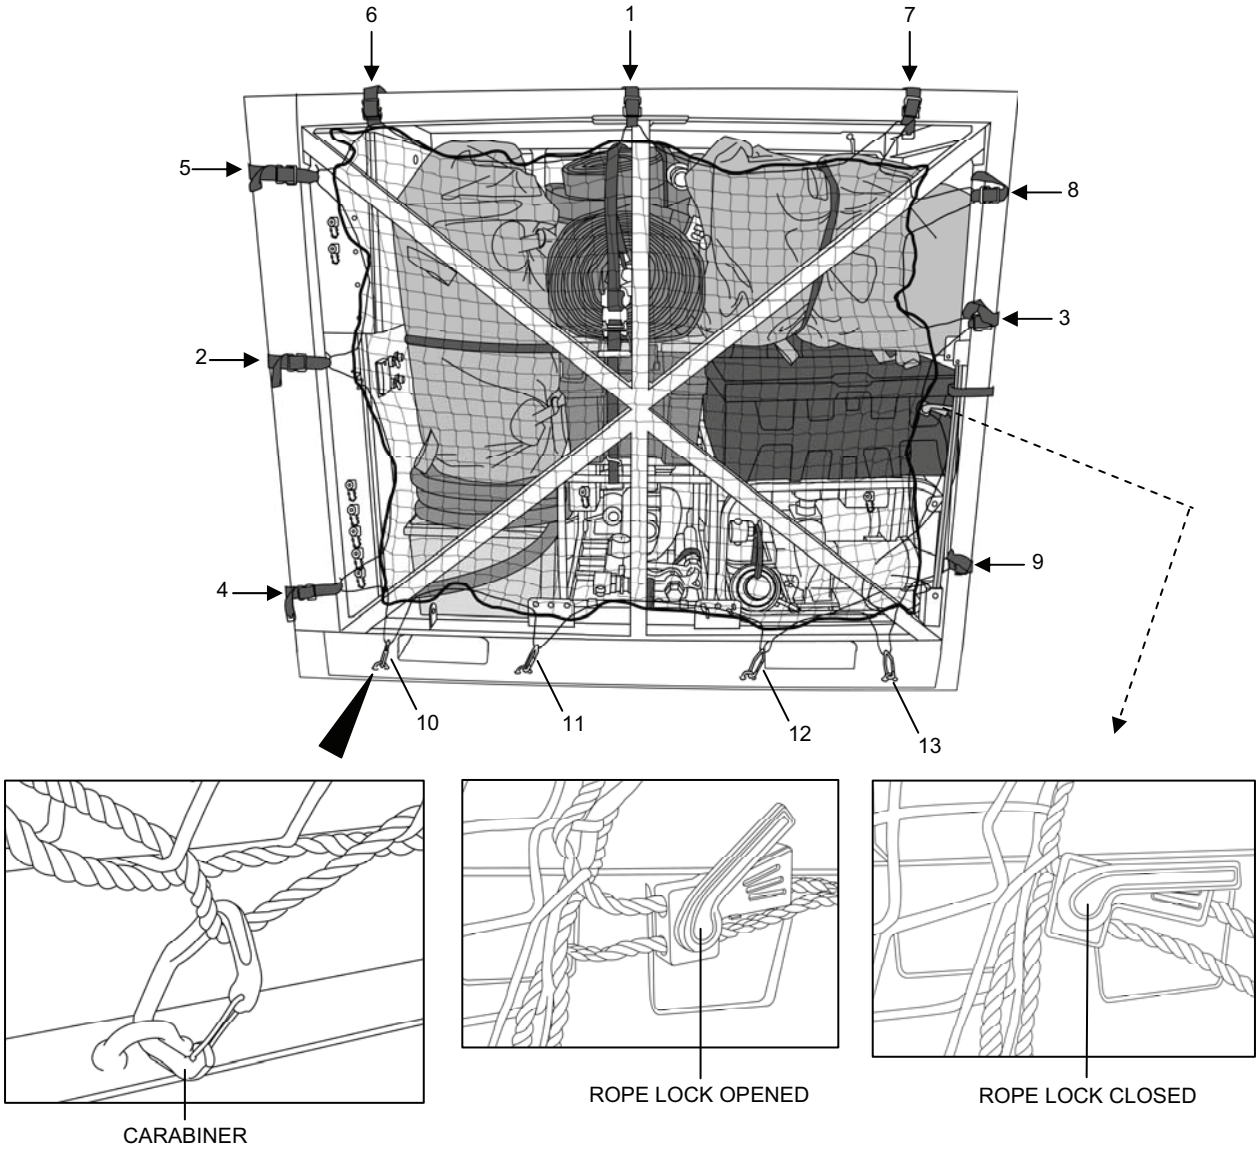

Figure 27. Side Cargo Net Installation.
4. Install the cargo net at the side of the operator station as follows (Figure 27):
a. Open the remaining cargo net and secure the buckled straps (1), (2) and (3) to the TWPS frame in order.